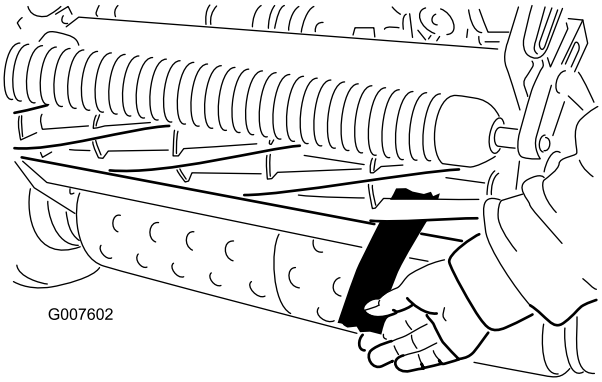

Figur 46
12. Afprøv klippeydelsen ved at indsætte en lang stribe klippeydelsespapir mellem knivcylinderen og bundkniven, vinkelret med bundkniven (Figur 46). Drej langsomt knivcylinderen fremad. Den bør klippe papiret.